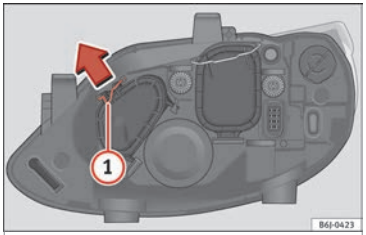

Fig. 182 Main beam headlight.
– Move the loop (1) in the direction of the arrow and remove the cover ››› **Fig. 182**.